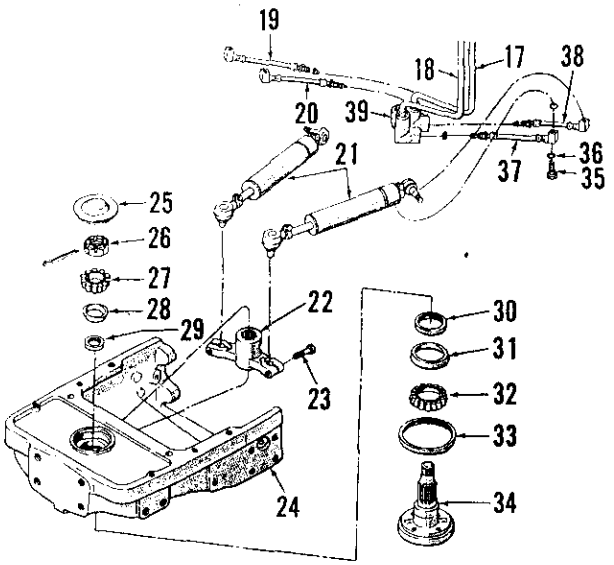

Fig. 43–Exploded view of model 4200 pedestal, steering shaft and steering cylinders. Fluid lines (17 and 18) lead to "Hydramotor" steering unit.
46. **R&R FRONT AXLE ASSEMBLY.** To remove the wide front axle assembly as a unit, proceed as follows: Straighten tabs of locking plate (7—Fig. 40) and remove the two cap screws retaining center steering arm (8) to steering shaft (34—Fig. 43). Support front of tractor, unbolt the front (4) and rear (16) pivot pin supports from front pedestal and roll the front axle and wheel assembly forward.
To renew pivot pins and bushings, proceed as follows: Remove steering arm (8) from steering shaft (34—Fig. 43). Support front end of tractor so as to take weight from pivot pins and support front axle radius rod to keep unit from tipping. Remove retainers (1 and 6—Fig. 40) from front pivot pin and remove bolt (15) from rear pivot pin. Remove both pivot pins, raise tractor to clear front axle and roll the unit forward. Remove bushings (2 and 14) and carefully install new bushings. Bushings are final sized and should not require reaming if not distorted during installation. Renew thrust washers (12) and pivot pins if worn and reassemble by reversing removal procedure.
50. Refer to Figs. 41 and 42 for exploded views of the single and dual front spindle assemblies. Either unit can be bolted to the steering shaft (34—Fig. 43). Single wheel spindle must be installed with offset to left side of tractor as shown in Fig. 41 and dual
51. **R&R FRONT PEDESTAL ASSEMBLY.** First, drain cooling system, then remove engine hood and radiator grille assembly. Disconnect radiator hoses and remove radiator from pedestal. Remove covers from top of pedestal and disconnect power steering lines (17 and 18—Fig. 43) from manifold (39). Support front end of tractor and remove wide front axle assembly as outlined in paragraph 52, or if a tricycle model, unbolt and remove the spindle and wheel assembly from steering shaft. Attach a hoist to front support, then unbolt and remove front support from engine cylinder block and oil pan. Note: Be careful not to lose or damage shims, if any, located on front support to oil pan bolts.
Remove the nuts from power cylinder rear end assemblies and bump rear ends of cylinders from front support. Remove the cap screws (23—Fig. 43) clamping cylinder front end assemblies in steering shaft arm (22) and remove cylinder from arm. Unbolt manifold (39) from pedestal and lift out manifold, lines and cylinders as a unit.